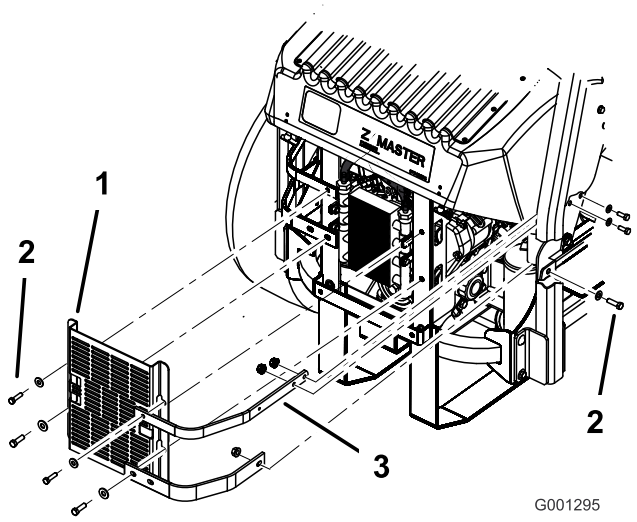

Figur 60
3. Ta bort de fyra bultar som håller fast oljekylarskärmen på den bakre ramen (Figur 60).
4. Ta bort de tre bultar som håller fast motorfästena på maskinens sida (Figur 60).
12. Montera oljekylarskärmen och motorfästena på den bakre ramen med de fyra bultarna som togs bort tidigare (Figur 60).
13. Montera motorfästena på maskinens sida (Figur 60).